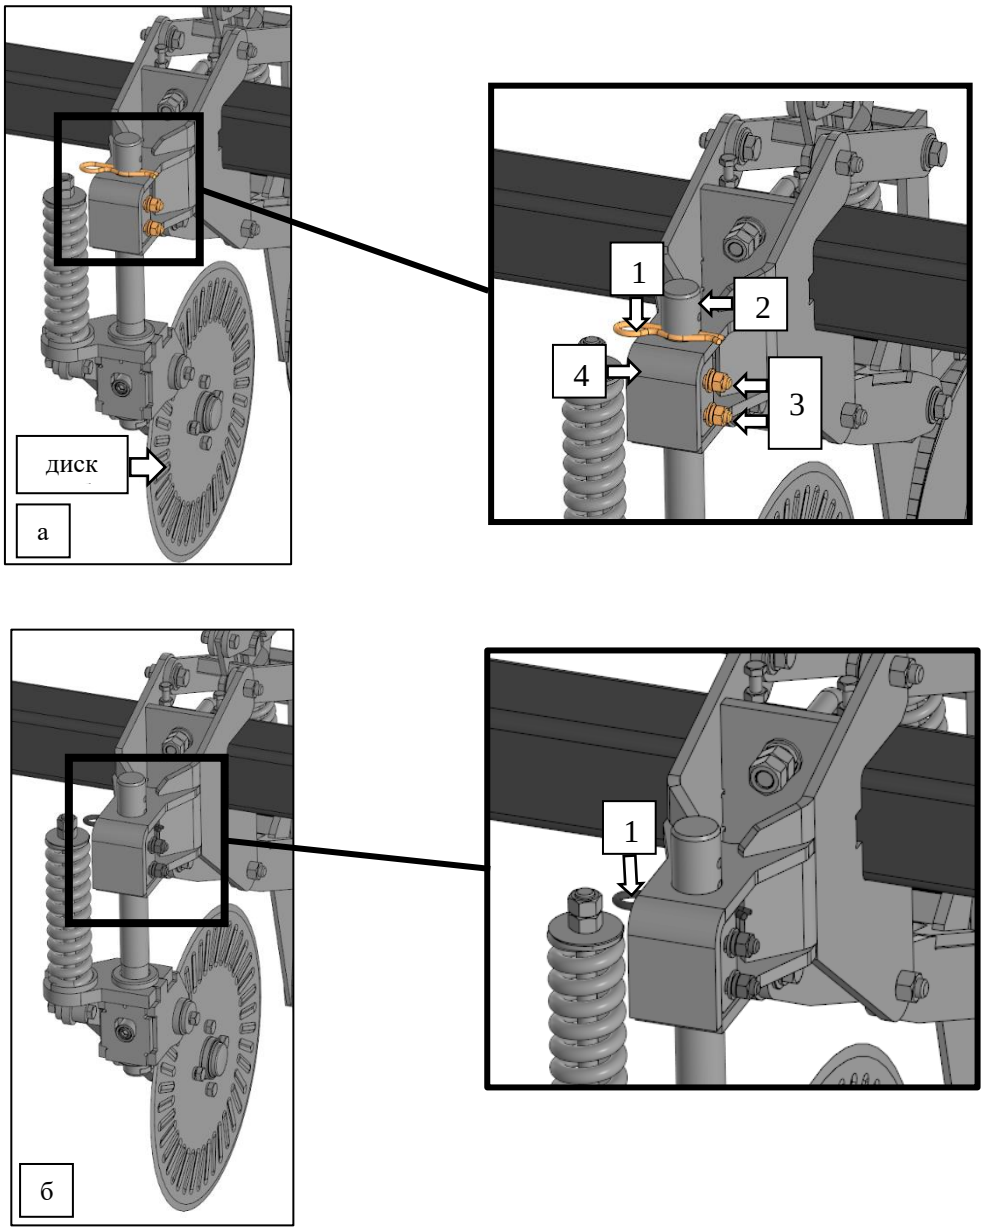

Рисунок 33 – Турбонож:
1. Извлечь шплинт (1) и установить его в отверстие стойки, выше кронштейна (4) (это необходимо для того, чтобы исключить падение стойки турбоножа), рис. 33 а;
2. Ослабить затяжку болтов (3), рис. 33 а;
3. Поднять или опустить стойку (2);
4. Надёжно затянуть резьбовые соединения болтов (3) (для фиксации стойки);
5. Установить шплинт (1) в отверстие стойки (2) так, как показано на рис. 33 б.